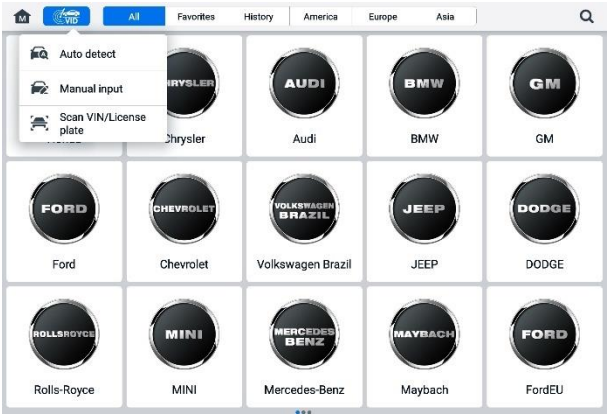

Figura 6-6 ***Ecranul butonului VID***
2. Atingeți butonul **VID** din bara de instrumente superioară (consultați *Figura 6-6 Ecranul butonului VID*).
Atingeți **Scanare VIN/Plăcuță de înmatriculare** în lista derulantă (vezi *Figura 6-6 Ecranul butonului VID*), camera se va deschide. În partea dreaptă a ecranului, de sus în jos, sunt disponibile trei opțiuni: **Scanare cod de bare, Scanare VIN** și **Scanare plăcuță de înmatriculare.**